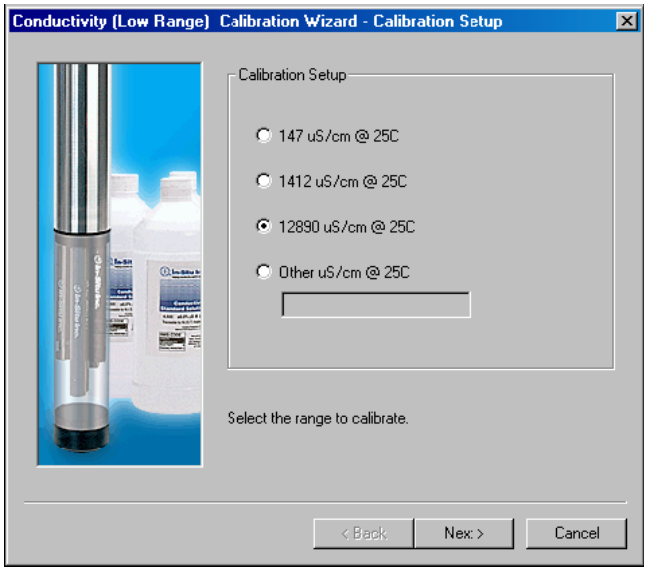

Figure 6. Calibration Steps 2.14.9 & 2.14.10
2.14.9 Select the calibration solution the sensor is soaking in. For a custom solution, select **Other** as displayed in Figure 6, and enter the Specific Conductance of the solution (conductivity corrected to 25°C) in µS/cm.